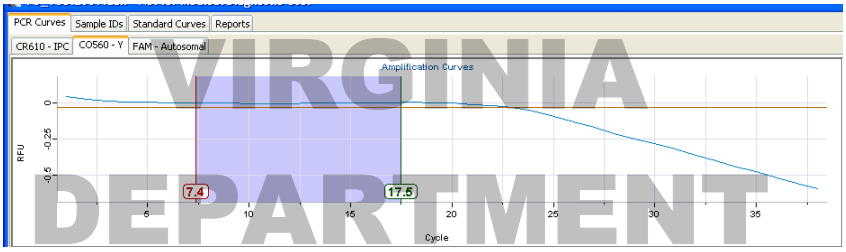

Figure 4. Amplification plot from same sample as in Figure 3, but showing a properly-selected baseline region.
3.2.4 To correct the baseline region of a sample, if needed, each well can be highlighted individually. Choose “Edit”, “Display and manually adjust baseline regions” and click “OK” in the dialog box that appears. The baseline can then be adjusted by dragging the lower and upper limits. The upper limit should be approximately 5 cycles before the decrease in fluorescent signal in an area where the signal is flat. The lower limit is usually set to a region that creates a flat baseline, resulting in a baseline region of approximately 6 cycles or more. Figure 4 shows an amplification plot with an appropriately-selected baseline region. Note that the software automatically recalculates the estimated DNA concentrations and standard curves affected by the altered baseline region.